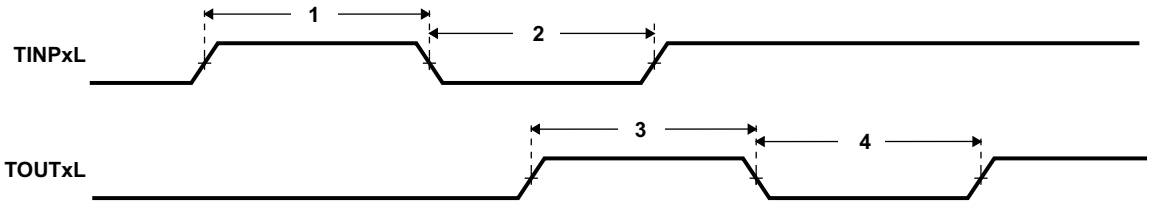

**Figure 6-50. Timer Timing**
**Table 6-95. Timing Requirements for Timer Input(1)(2)(3) (see Figure 6-50)**
(1) P = MXI/CLKIN cycle time in ns. For example, when MXI/CLKIN frequency is 27 MHz, use P = 37.0$\overline{37}$ ns.
(2) The TIMERCTL.TINP0SEL field in the System Module determines if the TINP0L input directly goes to Timer 0 (TIMERCTL.TINP0SEL=0), or if the TINP0L input is first divided down by 6 before going to Timer 0 (TIMERCTL.TINP0SEL=1).
(3) TINP1L input goes directly to Timer 1.
**Table 6-96. Switching Characteristics Over Recommended Operating Conditions for Timer Output(1) (see Figure 6-50)**